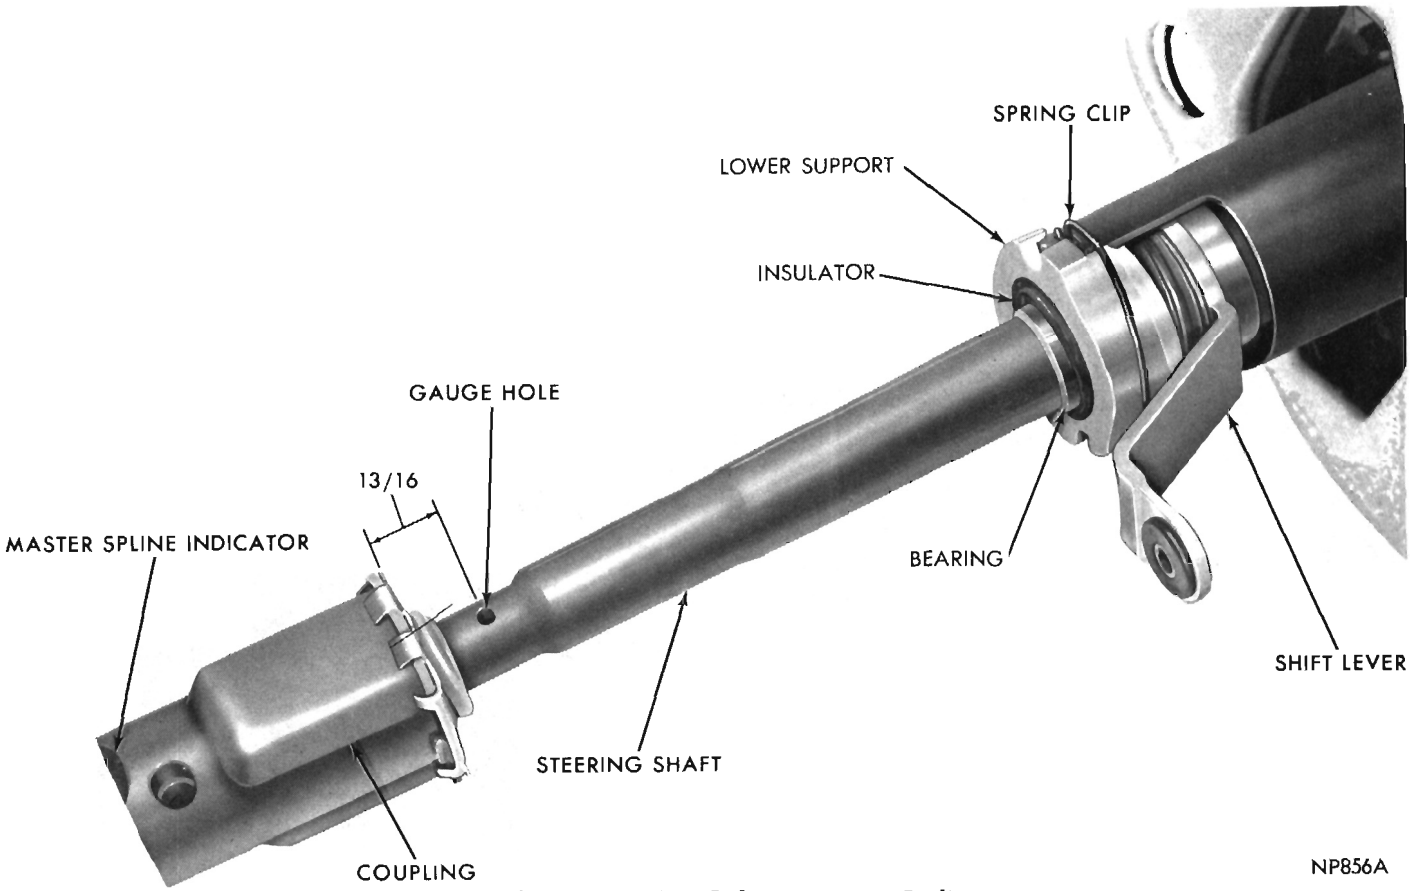

Fig. 5—Steering Column (Lower End)
(7) Remove spring clip retaining lower support and bearing in lower end of column jacket (Fig. 5) and slide support assembly out of jacket with steering shaft.
(10) Slide lower support and bearing in steering column lower end (Fig. 5).
(11) Install spring clip retaining lower support and bearing making sure tabs of clip are securely engaged in slots of jacket and support.